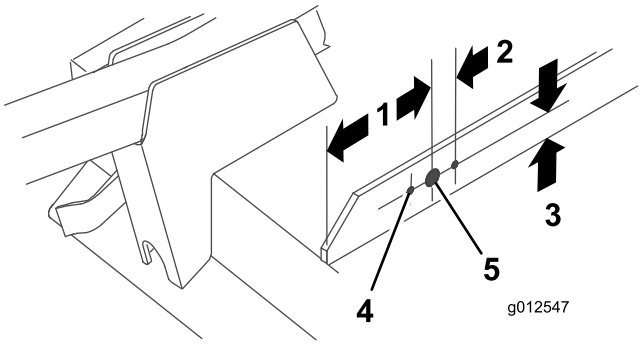

Figura 19
2. Usando las dimensiones indicadas en Figura 19, localice, marque y perforе un orificio de 13/16 pulgadas de diámetro y dos orificios de 12/32 pulgadas de diámetro en la barra de puente.